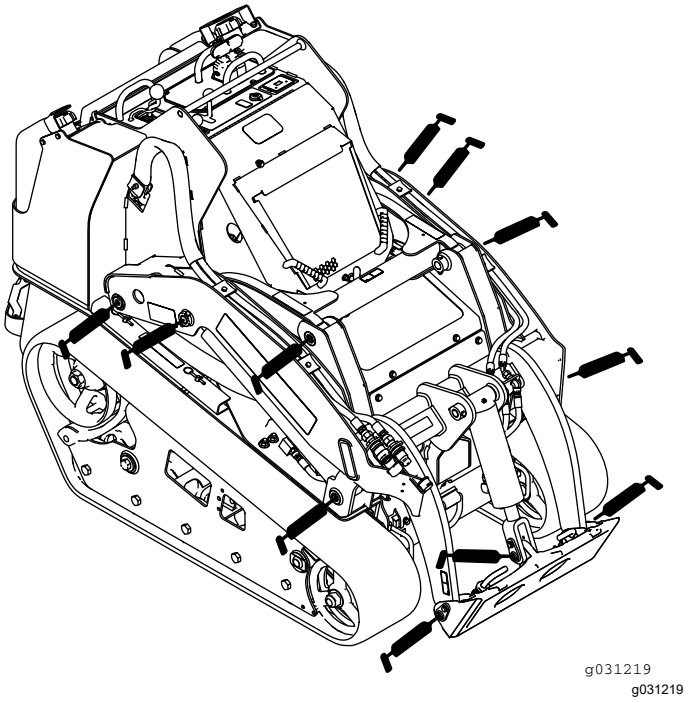
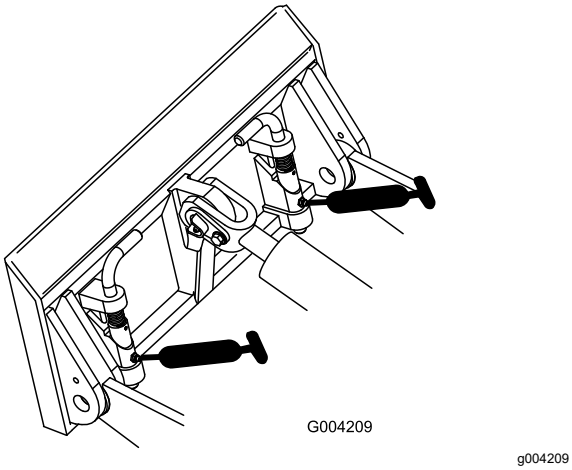
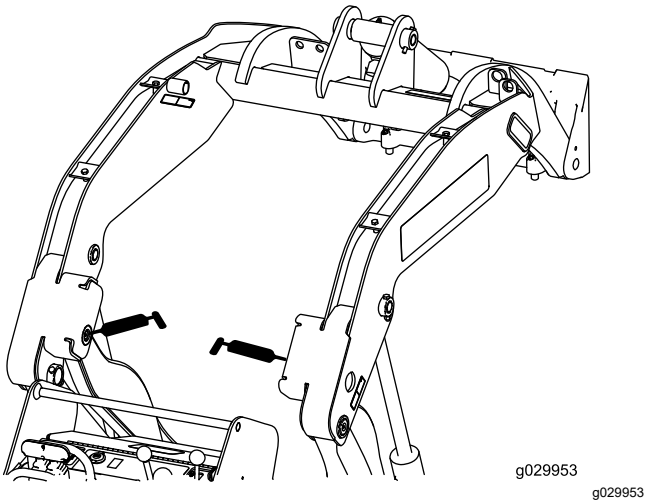

**Rysunek 38**
**Rysunek 39**
**Rysunek 40**
4. Podłącz smarownicę do każdej ze smarowniczek (Rysunek 38, Rysunek 39 i Rysunek 40).
**Informacja:** Przed wtłoczeniem smaru w smarowniczki pokazane na Rysunek 40 unieś ramiona ładowarki.